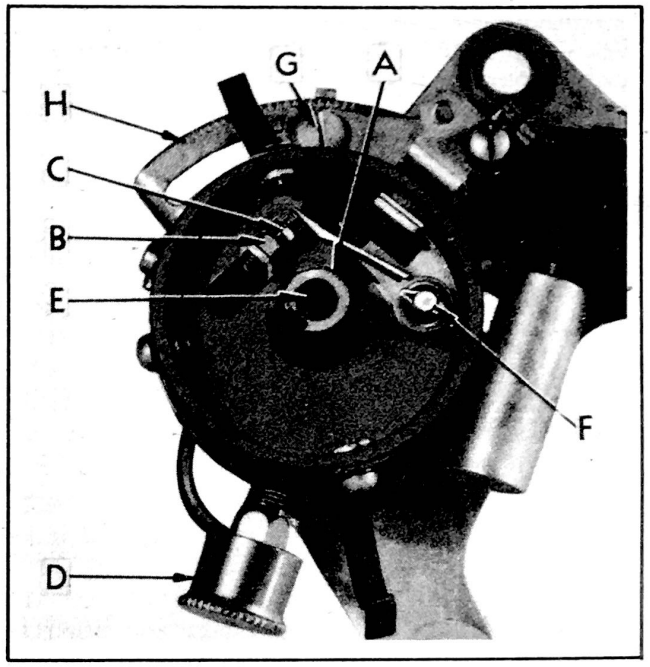
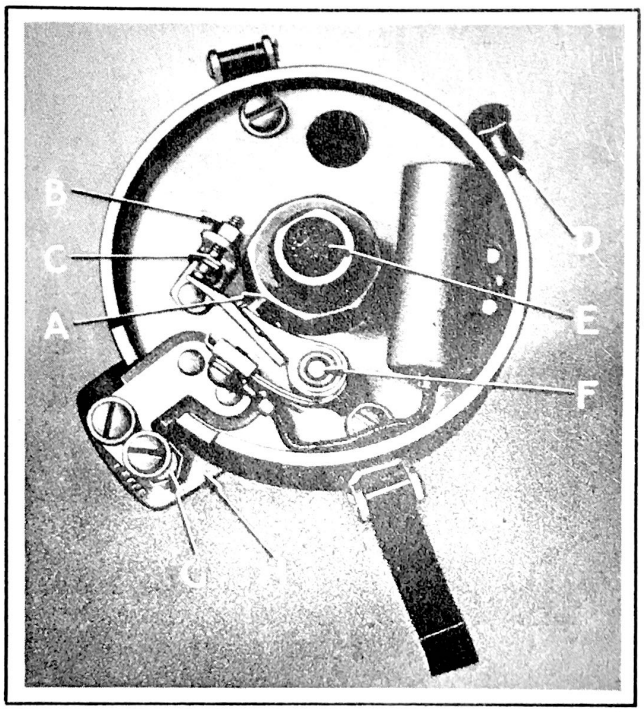

Figure 124 - Distributor - 6 Cyl.
Figure 125 - Distributor - 8 Cyl.
DISTRIBUTOR LUBRICATION - 6 CYL. MODELS. Every 2,000 miles a few drops of light engine oil should be applied to shaft wick (E), Fig. 124. Also apply one drop
DISTRIBUTOR LUBRICATION - 8 CYL. MODELS. Every 2,000 miles insert a few drops of light engine oil in oiler (D), Fig. 125, and shaft wick (E). Also apply one drop of oil to contact arm pivot (F). Apply a light coating of high temperature grease to cam lobe (A). Avoid over-oiling.
BREAKER POINT ADJUSTMENT - 6 CYL. MODELS. Remove distributor cap. Turn engine over until breaker arm fibre block (A), Fig. 124, is on the highest point of the cam. Points should be clean and smooth. Loosen lock nut (B) and turn adjusting screw (C) until .020" gap is obtained. After tightening lock nut, recheck gap.
BREAKER POINT ADJUSTMENT - 8 CYL. MODELS. Remove distributor cap. Turn engine over until breaker arm fibre block (A), Fig. 125, is on highest point of cam. Points should be clean and smooth and make full contact. Loosen lock nut (B) and turn adjusting screw (C) until .017" gap is obtained. After tightening lock nut, recheck gap.
Loosen the distributor advance diagraphm arm screw (G), Fig. 124, at the extreme rear end and turn the distributor housing counterclockwise to the limit of the slot in the quadrant.
Loosen the distributor clamp screw (G), Fig. 125, and rotate the distributor housing clockwise to the limit of the slot in the clamping plate (H).
If no "ping" is heard, loosen the advance diaphragm screw (G), Fig. 124, on 6 cylinder models and rotate distributor body in a clockwise rotation one graduation mark at a time until the "ping" is heard. On 8 cylinder models, loosen clamp screw (G), Fig. 125, and rotate distributor body counterclockwise one graduation mark at a time until "ping" is heard. Under no circumstances, however, should the pointer on the rear engine support be more than 1 inch before the U.D.C. 1/6 / mark on 6 cylinder flywheels and 3/4 inch before the U.D.C. 1/8 / mark on 8 cylinder flywheels.